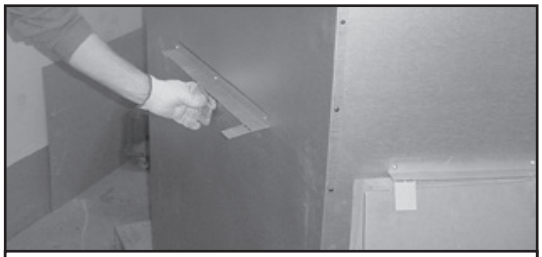

Figure 3.7 Bending Refractory Shipping Tabs Back Down
- Bend tabs back down out of the way. See Figure 3.7. Do not remove screws or brackets from fireplace. If brackets are removed, fill holes in outer shell with screws.